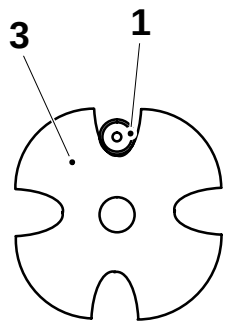
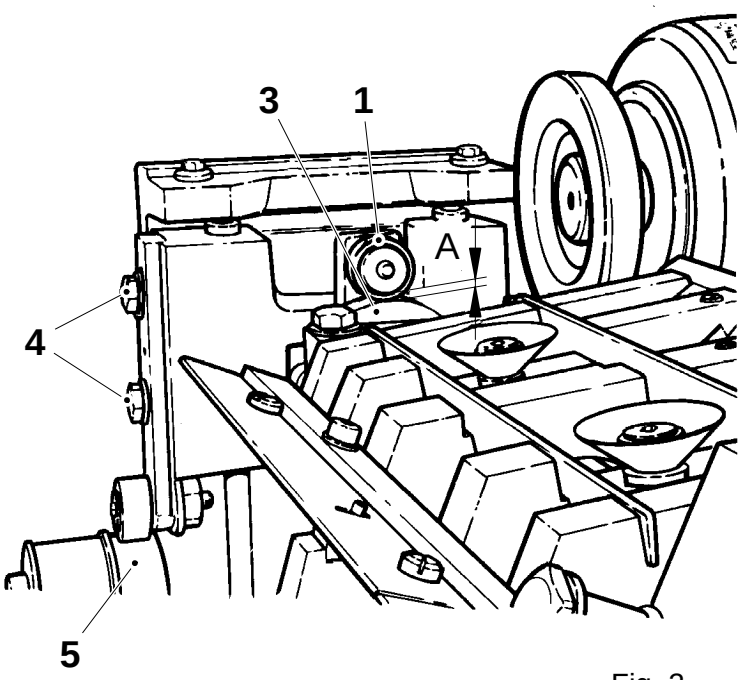

Fig. 1
Fig. 2
Crank the device by hand until the roller (1), fig 2, for the return feed has moved fully to the LOW cam section fig 1.